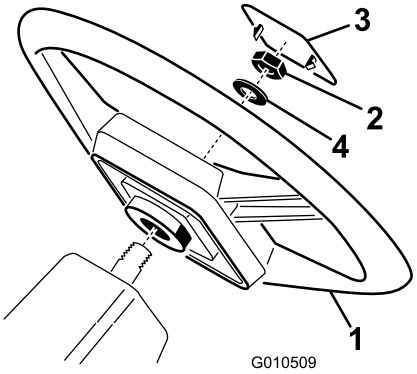

Figur 3
1. Fjern mutteren fra styreakselen. Før rattet og skiven inn på rattstammen (Figur 3).